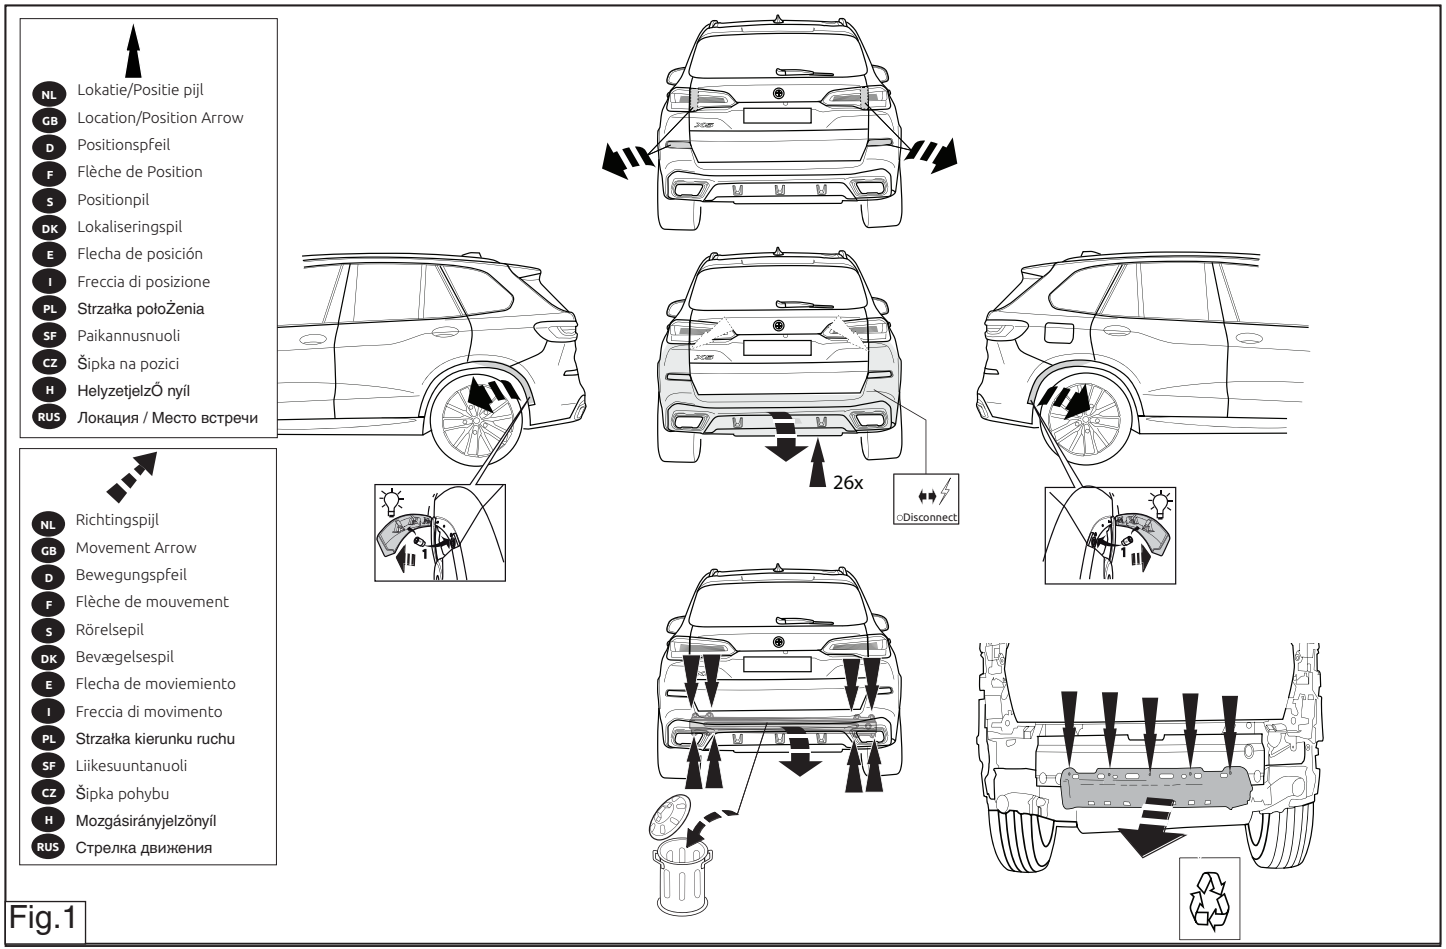

Fig.1
1. Снять бампер вместе со стальным буферным брусом автомобиля буферный брус больше не понадобится (см. рис. 1).